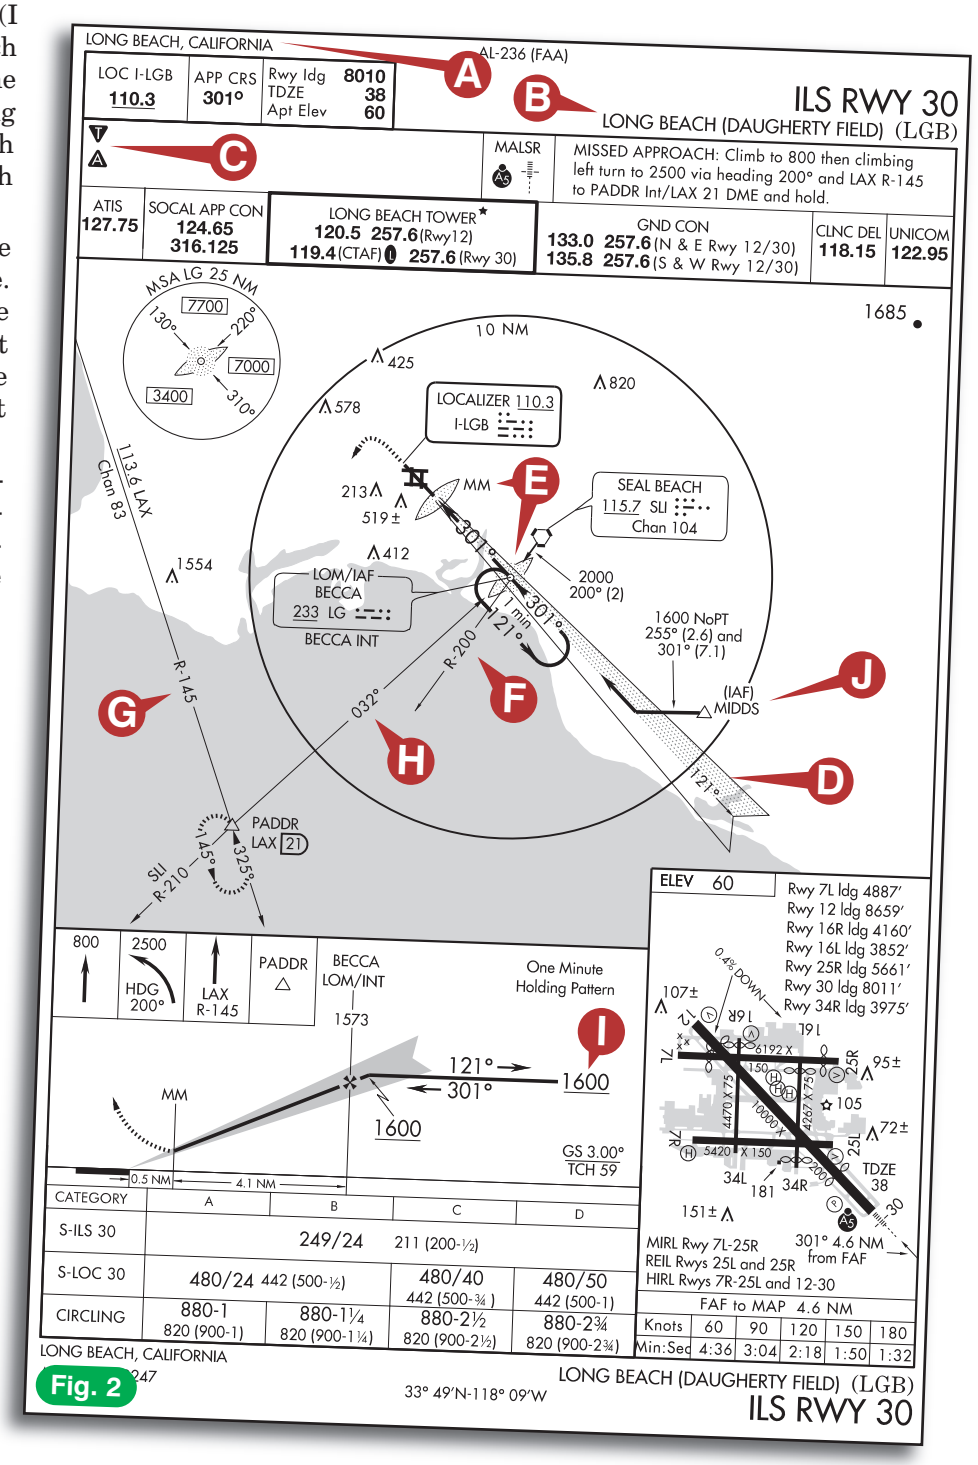

Fig. 2
Figure 2 shows the ILS approach to Runway 30 at Long Beach, California (I don't know why they call it Long Beach when it has such a short one). From the top, the first three rows in the briefing section contain information in line with what was presented in Chapter 11, with a few notable exceptions.
Looking at the plan view in Figure 2, you can see the feathered symbol representing the localizer portion of the ILS in position D (it doesn't feel feathery when you touch it. Sorry. If you're disappointed, then touch a chicken). You also see the outer and middle marker beacons for the approach (position E). The middle marker, labeled *MM* (sweet, eh?) is clearly identified. The outer marker *OM* on this approach just happens to be collocated with a nondirectional beacon (NDB) that transmits on a frequency of 233 KHz. Thus, BECCA intersection can be officially identified by both the outer marker (OM) and a nondirectional beacon, which is also referred to as a compass locator (L) when it's associated with the markers of an ILS approach. Thus, a combination of outer marker (OM) and NDB compass locator (L) is known as a LOM or *outer compass locator*. If the compass locator was collocated with the middle marker, it would be called a LMM or, *middle compass locator*.
In Figure 2, the SLI 200 degree radial can be used to identify BECCA intersection (position F). Similarly, the
When approaching BECCA from SLI on the 200 degree radial, and after you cross the localizer, you could descend to 1,600 feet, the minimum altitude for the holding pattern as shown in the chart's profile view (Figure 2, position I). We'll soon talk about what to do once you're inbound on the localizer, so stay tuned.
How would you transition onto the approach structure if you were at MIDDS intersection (Figure 2, position J)? Remember, intersections shown standing alone on an approach chart are usually intersections found on the IFR enroute chart (Figure 4, position Y). You could be heading toward MIDDS intersection on an airway and be cleared for the ILS Runway 30 approach to Long Beach. This means you'd need to know how to get from MIDDS onto the approach course (the localizer, in this instance).